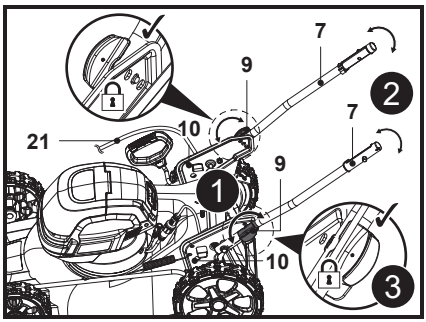

Rys. 2
3. Dopasować otwory montażowe dolnego uchwytu (7) do wspornika uchwytu (10), a następnie obrócić pokrętło blokujące (9) z powrotem o 90° (rys. 2, krok 1).
4. Odchylić dolny uchwyt (7), tak aby sworzeń automatycznego napinania (9a) przeszedł przez jeden z otworów montażowych we wsporniku uchwytu (10) (rys. 2, kroki 2, 3).
5. Powtórzyć opisane powyżej czynności przy drugim uchwycie dolnym (7).